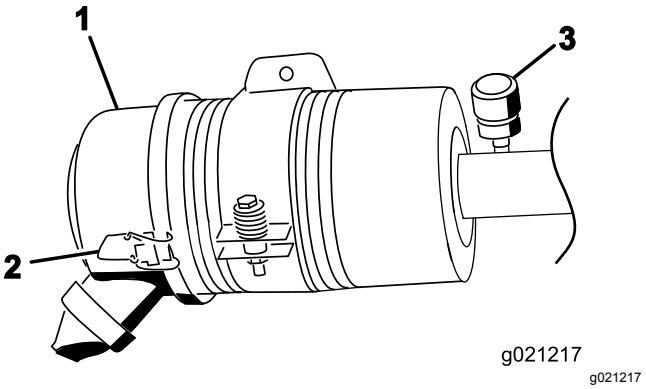

Figur 80
Utför service på luftrenarfiltret bara när serviceindikatorn anger att det krävs (Figur 80). Om du byter luftfiltret tidigare ökar det risken för att smuts kommer in i motorn när filtret tas bort.
2. Lossa spärrhakarna som fäster luftrenarkåpan på luftrenarhuset (Figur 80).